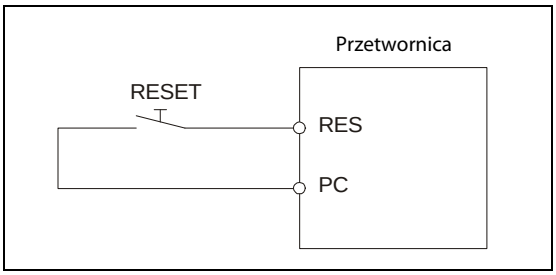

Rys. 7-3:
- Załączyć sygnał RES na dłużej niż 0,1 s. (Podłączyć zaciski RES i SD w trybie sink lub zaciski RES i PC Rys. 7-3 w trybie source).